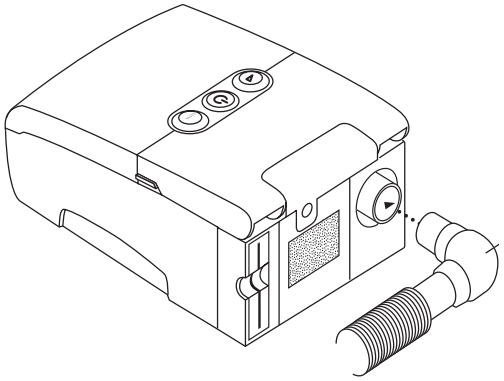

**FIGURE 3–2 CONNECTING THE FLEXIBLE TUBING**
1. Connect the flexible tubing to the air outlet on the back of the device, as shown in Figure 3–2. You can use the optional, detachable swivel that is provided with your device and already attached to the tubing (shown in Figure 3–2), or you can remove the swivel and connect the tubing directly to the air outlet.